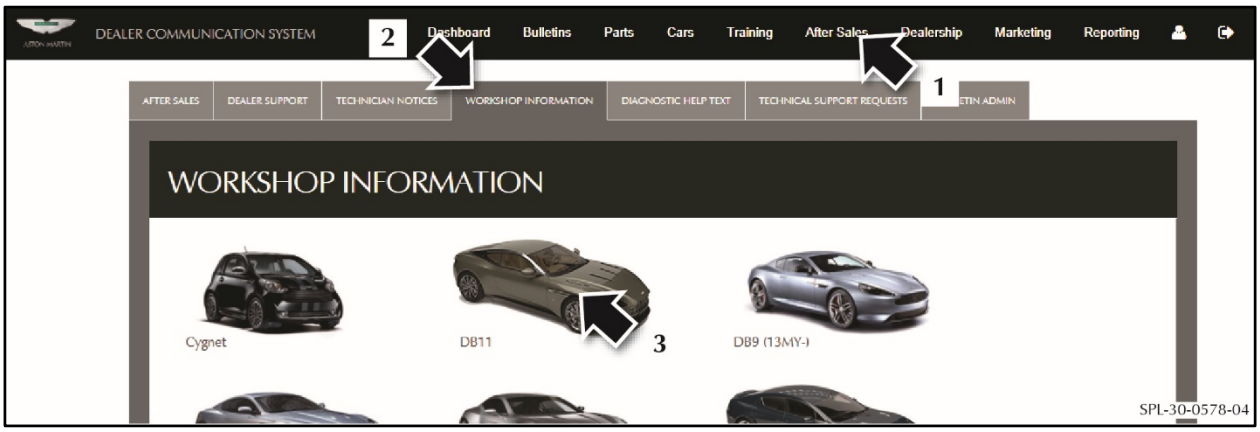

Figure 1
In the DCS portal, we have added a new tab in the After Sales (1) area. Click on the "WORKSHOP INFORMATION" tab (2) and then click to select DB11 (3) (refer to Figure 1).